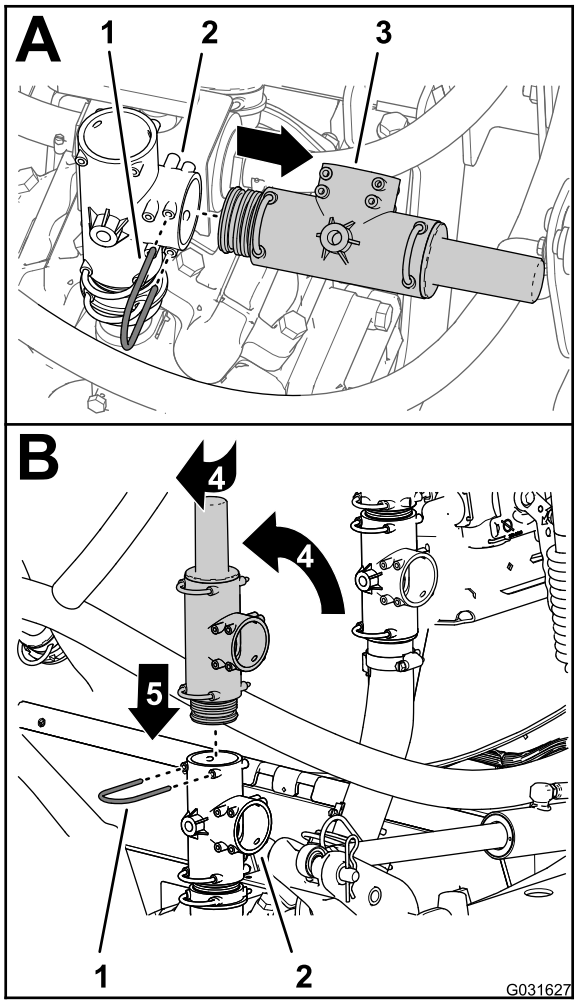

Figur 216
3. Fjern holderen som fester trykkavlastningsventilen til T-stykket på sprederpumpen, og fjern avlastningsventilen (Figur 216).
4. Roter trykkavlastningsventilen opp som vist i Figur 216.
5. Sett trykkavlastningsventilen inn i toppen av T-stykket til ventilen sitter helt fast (Figur 216).